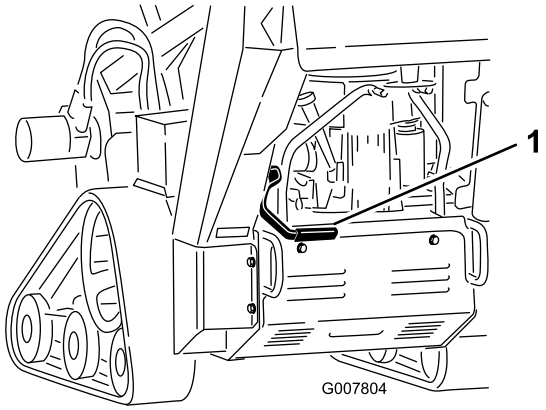

Bild 14
- Ziehen Sie zum Aktivieren der Feststellbremse den Bremshebel nach hinten und oben (Bild 14).
- Zum Lösen der Bremse ziehen Sie den Hebel nach hinten und dann nach unten (Bild 14).